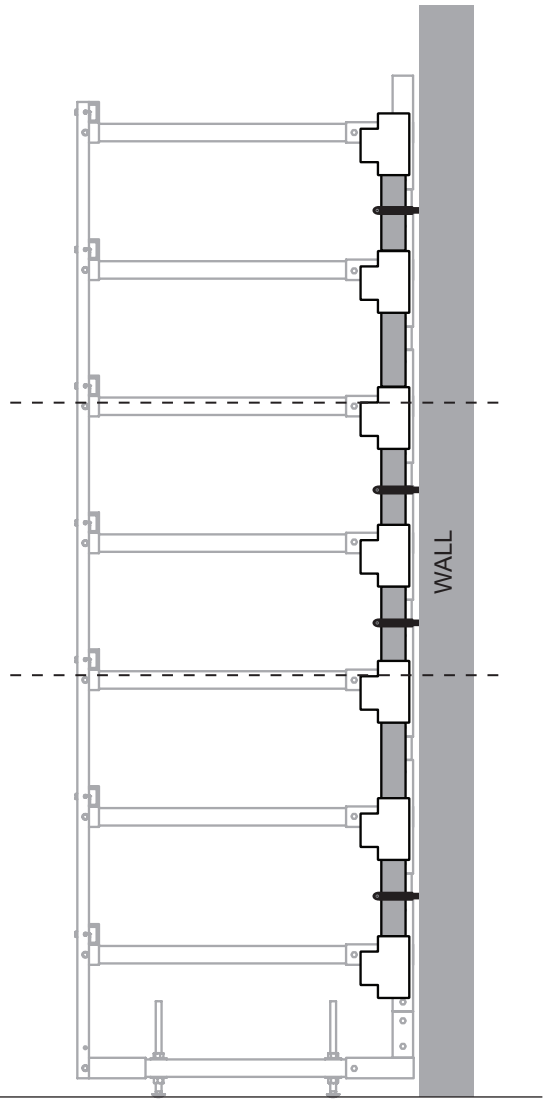

FIG. 3: Install drain manifold stack.
6. Once the pvc cement sets, take the assembled center stack and attach it to the wall conduit hangers. See FIG. 3.
NOTE: Align the open end of the tee fitting approximately 1/4" inch below the support arm at each level. This will be adjusted later. See dashed line in FIG. 3. Slight variations will not affect the installation of the remaining drain tubes.